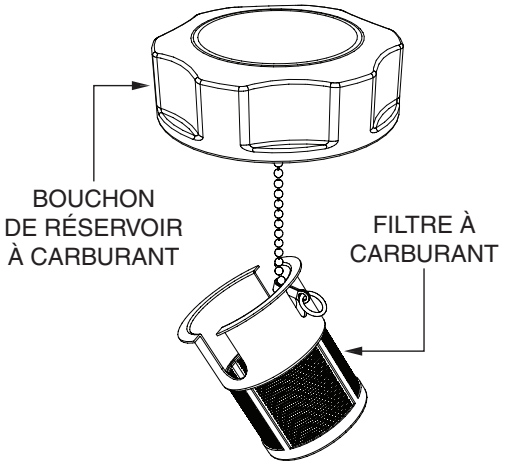

Figure 30. Filtre à carburant
3. Ensuite, retirer, inspecter et nettoyer le filtre à carburant (Figure 30) avec du solvant.